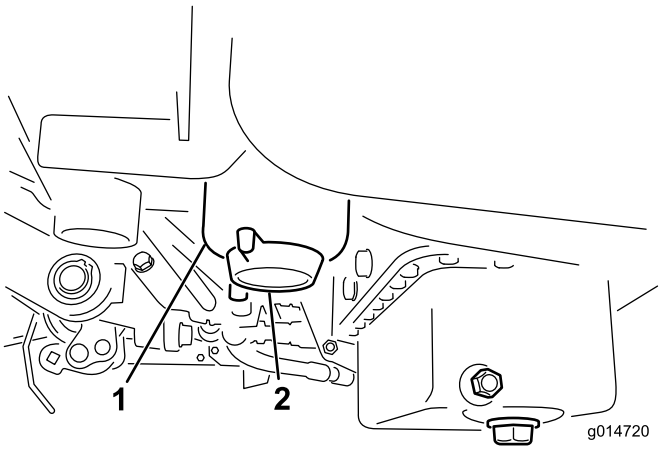

Figuur 34
3. Open de aftapplug op het brandstoffilter ongeveer één slag en tap eventueel water af (Figuur 34). Draai de plug weer dicht na het aftappen.